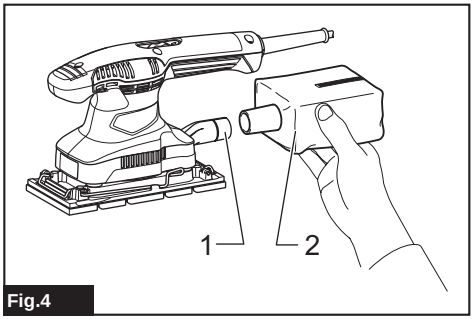

Fig.4
► **Fig.4: 1.** Dust spout **2.** Dust bag